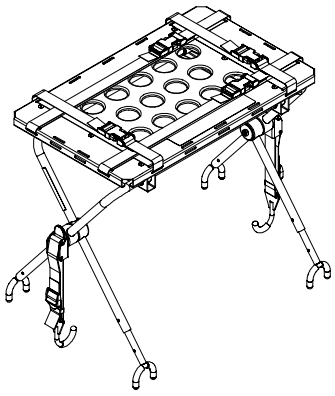

Figura 55
2. Aprire ed espandere le gambe della piattaforma del defibrillatore come mostrato in Figura 55.